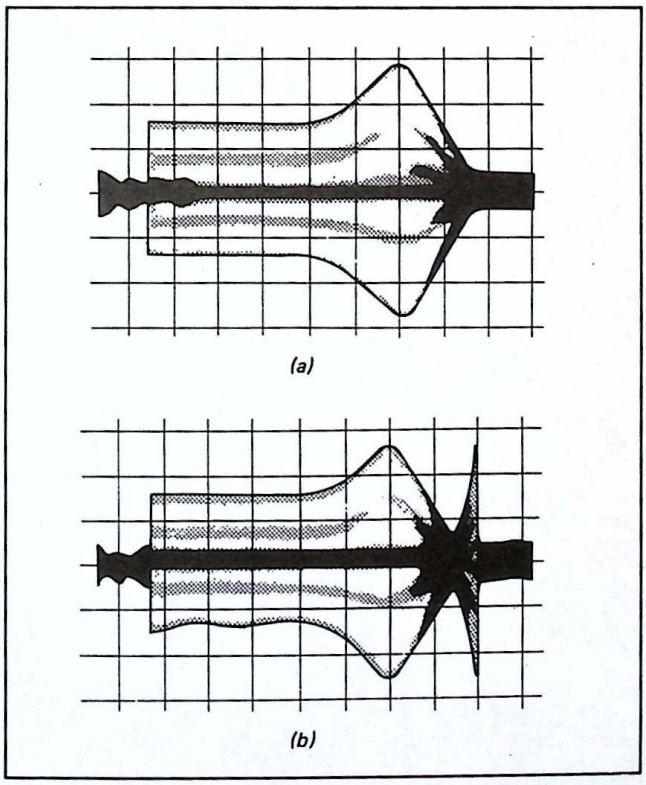
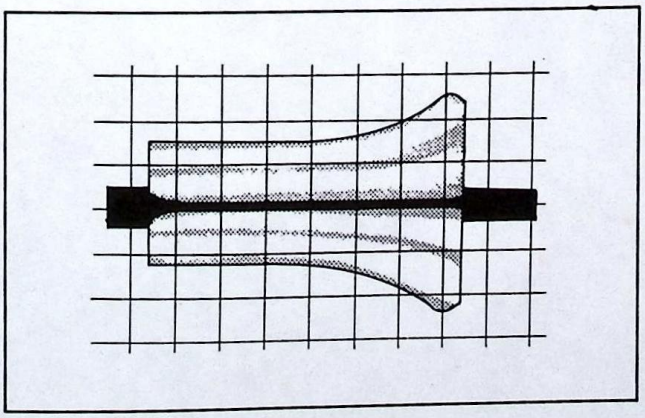
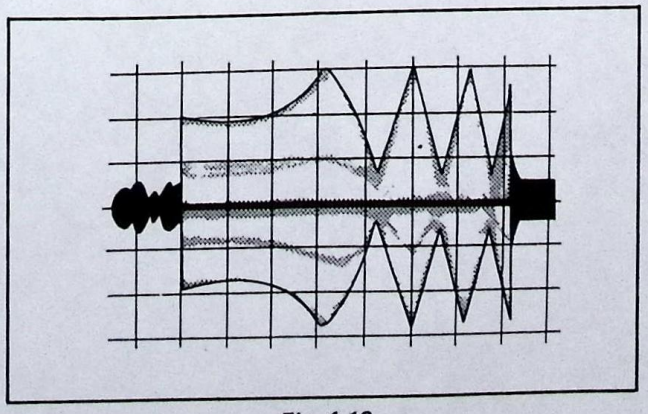

Fig. 4-16.
Fig. 4-17.
Fig. 4-18.
i) If the exit free waveform is within the range indicated in Fig. 4-16(a), (b), proceed from step 5).
ii) If the peak of the exit free waveform is smaller than that illustrated in Fig. 4-16(a) (e.g.: Fig. 4-17), loosen the capstan lock screw, then turn the adjustment screw counterclockwise (less then 60°) until the waveform is within the specifed range.
iii) If the peak shape of the exit free waveform differs from that shown in Fig. 4-16(b) (e.g.: Fig. 4-18), loosen the lock screw, then turn the capstan adjustment screw clockwise (less than 60°) until the waveform is within the specified range.